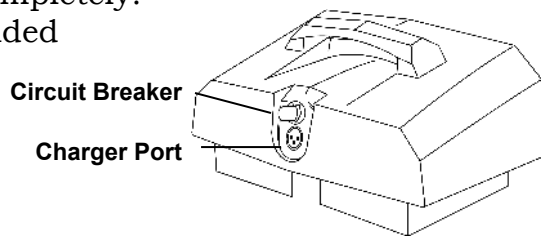

Figure 26. Battery Pack
The charger for all Buzzaround Lite models is an off-board charger. To charge the batteries, plug the charger into the charger port on the battery pack or on the side of the console. See figures 26 and 27. When the batteries are fully charged, disconnect the charger power cord from the wall outlet and from the charging socket. **Note: Your scooter will not move while the charger remains connected.**
• Check the main circuit breaker. If necessary, reset the circuit breaker. See figure 26 on page 32.
The main circuit breaker reset button is located on the battery pack. See figure 26 on page 32.
4. Press in on the main circuit breaker reset button. See figure 26 on page 32.